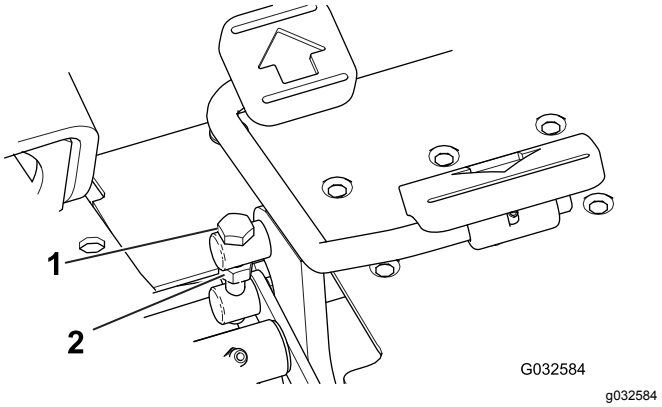

Figur 48
1. Løsn kontramøtrikken på trækbolten på siden af traktionspedalen (Figur 48).